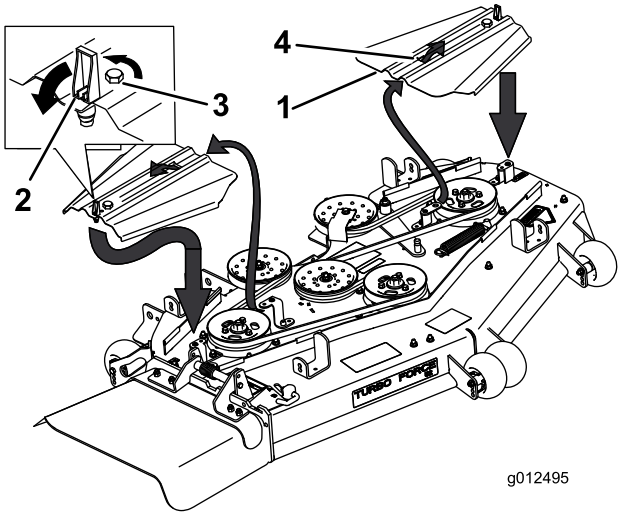

Figur 67
3. Fjern beltedeksler og boltene som er festet til dem (Figur 67).
9. Monter remdekselet ved å føre dekselet inn på tappen, stram boltene og låse det (Figur 67).